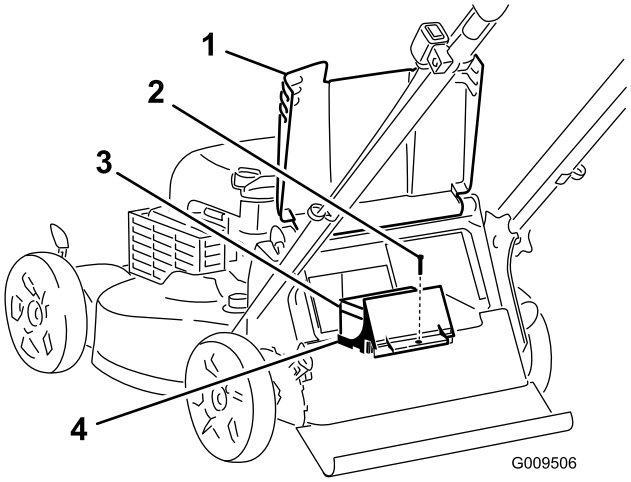

Figur 27
1. Höj och håll upp den bakre gräsriktaren och leta upp batterifacket (Figur 27).